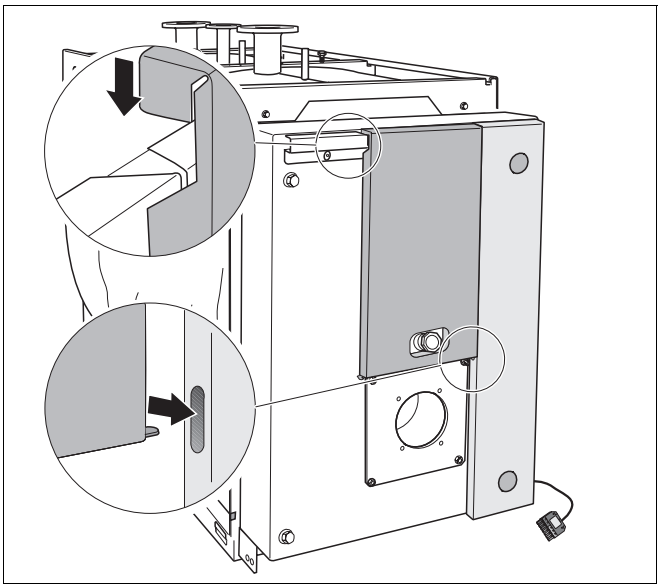

Fig. 28 Montaggio della copertura centrale
- Agganciare la copertura centrale in alto nella traversa ed infilare la linguetta in basso nell'intaglio della copertura di destra (fig. 28).